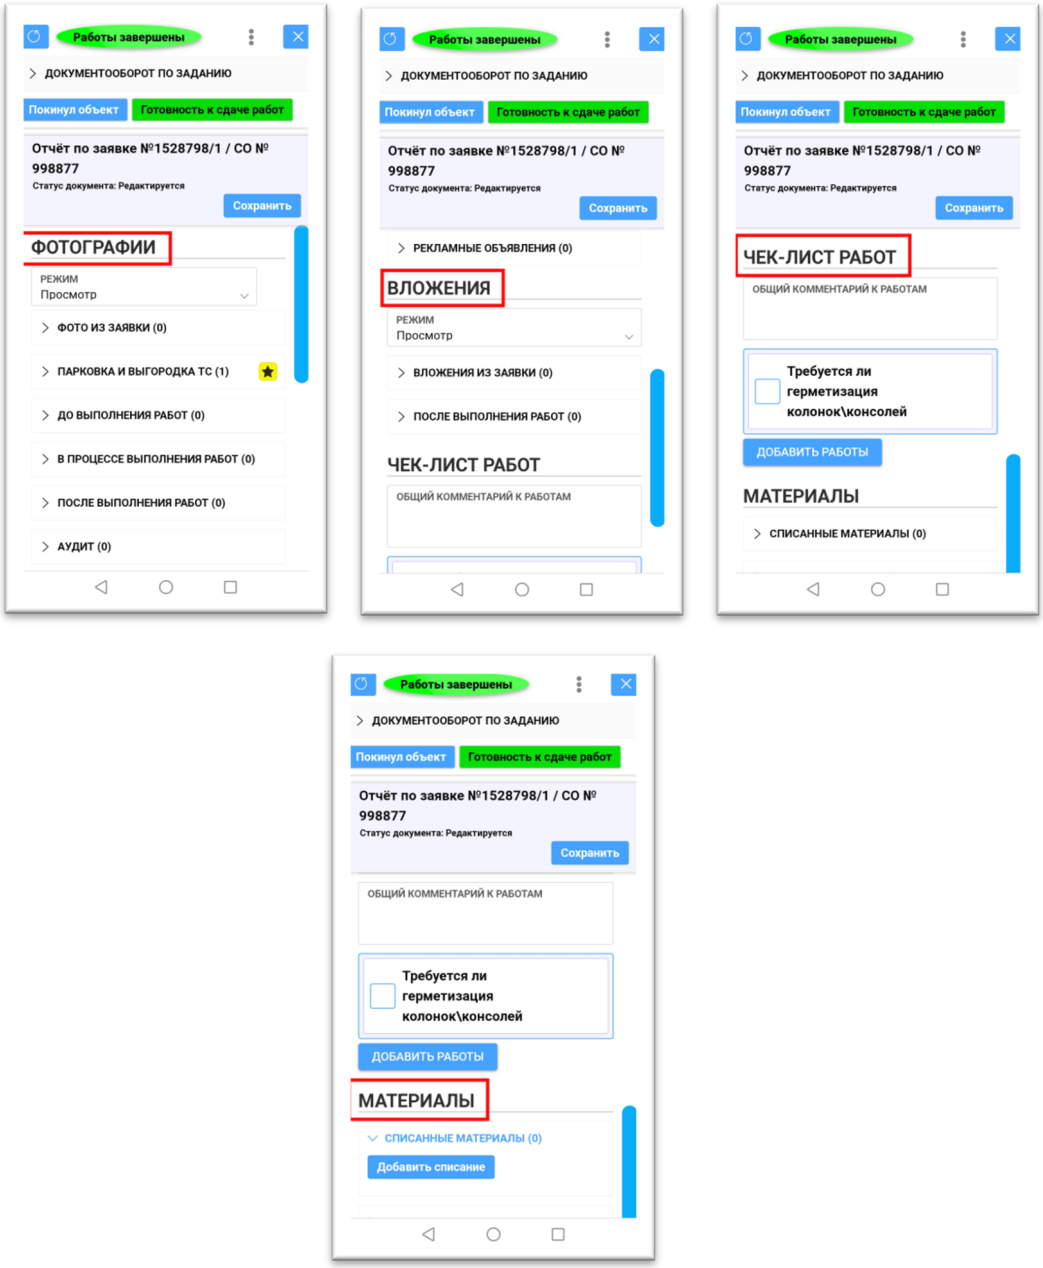

Рисунок 79 - заполнение отчета по заявке
13.3. Заполнение Отчета по Заявке. Работы по Заявке фактически завершены. На этом этапе Инженеру необходимо заполнить Отчет о выполненных работах в личном кабинете, чтобы перевести заявку в статус «Готовность к сдаче работ». Отчет разделен на 4 раздела: «Фотографии», «Вложения», «Чек-лист работ», «Материалы» (Рис. 79).